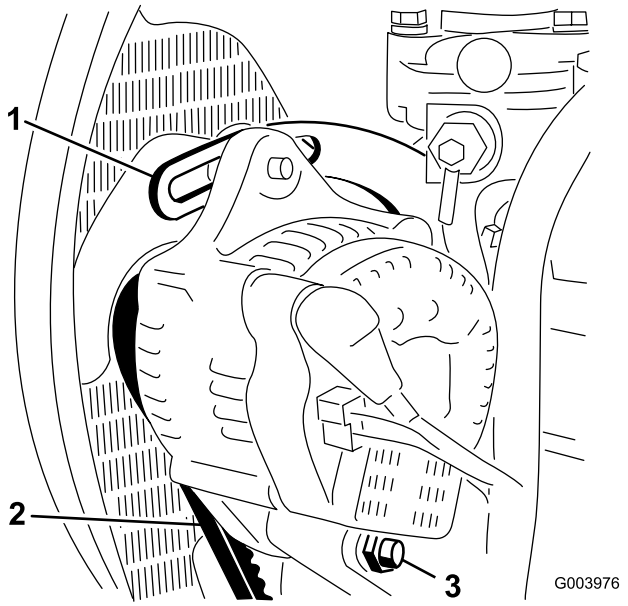

Figura 68
2. Compruebe la tensión de la correa del alternador presionándola (Figura 68) en el punto intermedio entre las poleas del alternador y del cigüeñal con una fuerza de 10 kg (22 libras).
3. Afloje el perno que fija el tirante al motor (Figura 68), el perno que fija el alternador al tirante y el perno de pivote.